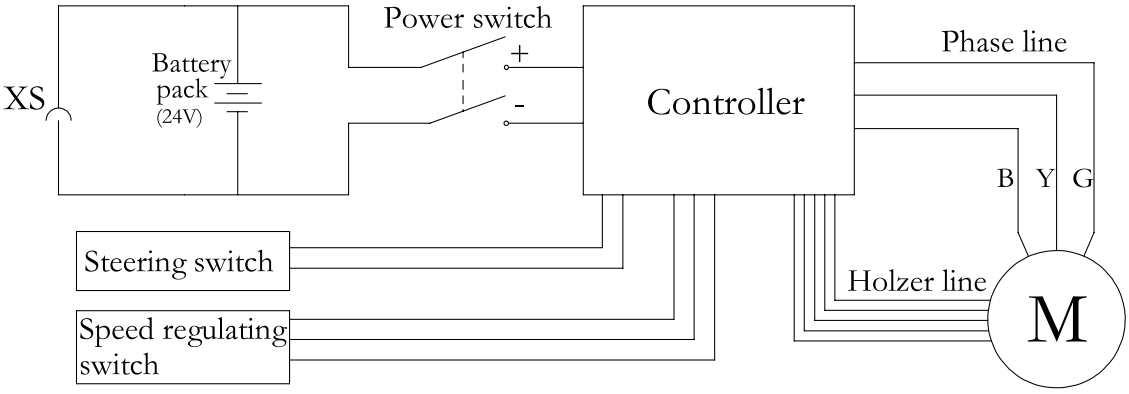

Figure 9
9. **Battery cable connection (See Figure 9)**